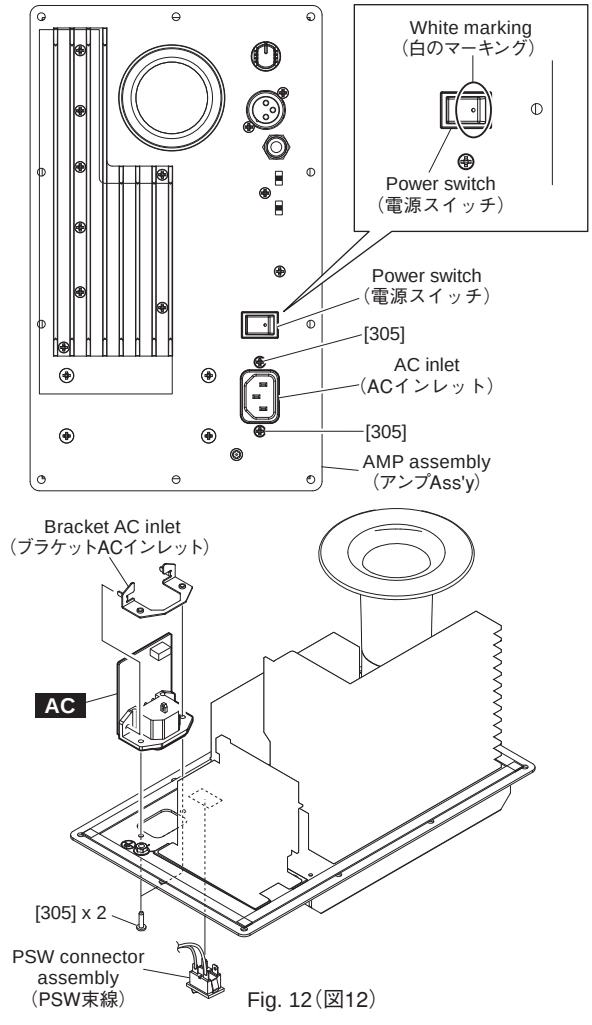

Fig. 12（図12）
* ***When installing the power switch, install so that the white marking faces as shown in Fig. 12.***
8-3 Remove the two (2) screws marked [305]. The AC circuit board can then be removed. (Fig. 12)
※ **電源スイッチを取付けるときには、白のマーキングが図の方向にくるように取り付けてください。(図 12)**
8-3 [305] のネジ 2 本を外し、AC シートを外します。(図 12)